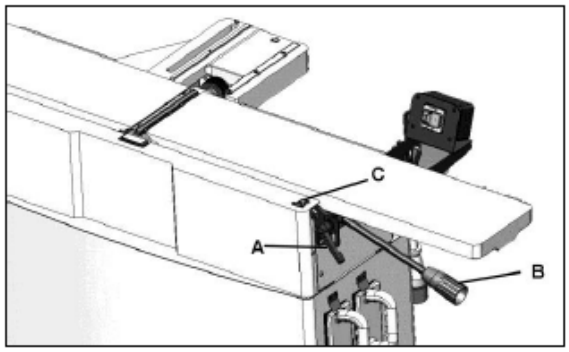

Рис. 21
6. Поднимайте стол подачи до тех пор, пока он не коснется поверочной линейки. Чтобы поднять стол подачи, ослабьте ручку фиксации (A, Рис. 21) и поднимите регулировочный рычаг (B, Рис. 21). Когда стол коснется поверочной линейки, затяните ручку фиксации (A, Рис. 21).
7. Опустите стол подачи, ослабив ручку фиксации (A, Рис. 21) и надавив на рычаг (B, Рис. 21).